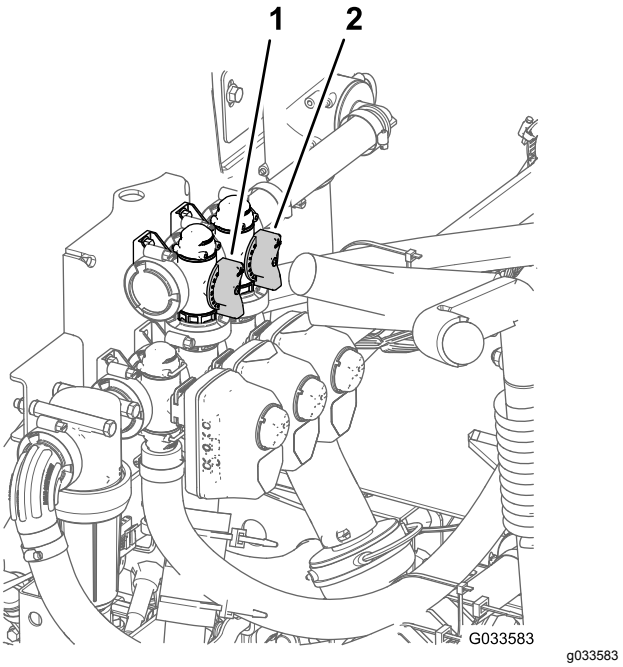

**Figur 88**
11. Juster omløpsventilen for risting (Figur 88) på baksiden av risteventilen helt til trykkmålingen viser 6,9 bar.
8. Juster omløpshåndtaket for hovedseksjonen for å kontrollere hvor mye risting som skjer i tanken (Figur 88).